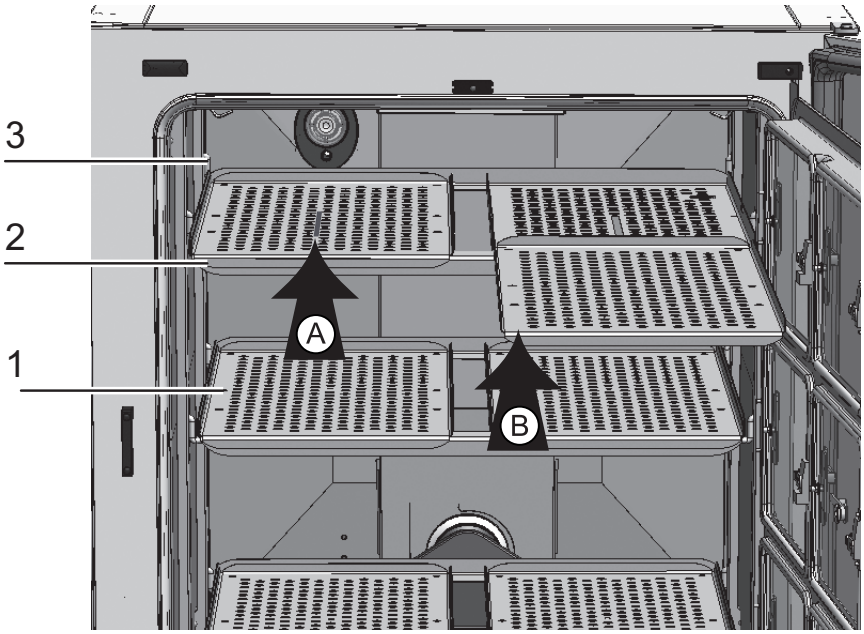

图 4-10. 安装分开的插板
1. 将两个插板 (1/ 图 4-10) 安装到支承架 (2/ 图 4-10) 上（步骤 A)。
2. 将支承架 (2/ 图 4-10) 挂入到支架 (3/ 图 4-10) 上（步骤 B)。